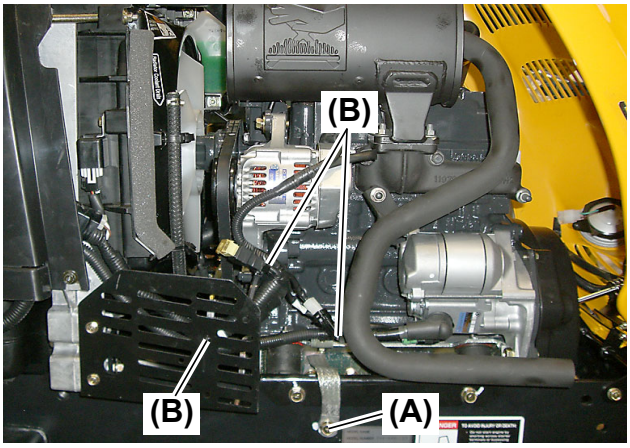

Fig. 16
27.Remove the engine body ground cable **(Fig. 16, (A))** from the main frame.
28.Remove the three (3) harness clamps **(Fig. 16, (B))**.